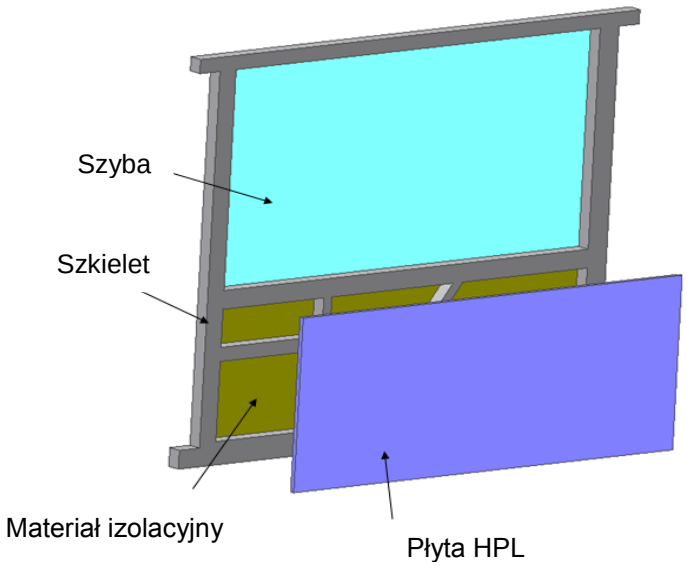

Rys. 1 Przymierzanie i przycięcie laminatu
- osłonę HPL należy dociąć do kształtu szkieletu (Rys. 1);